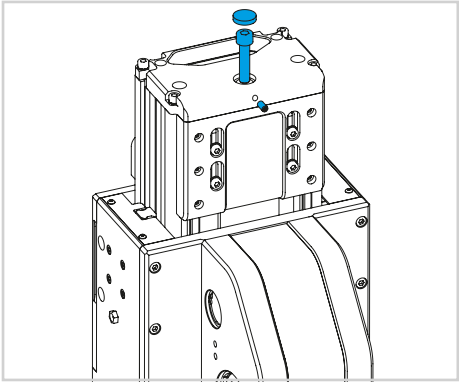

图 3
2) 取下盖在张紧螺丝上的盖子，松开固定螺钉。取下张紧螺丝（见图 3）。